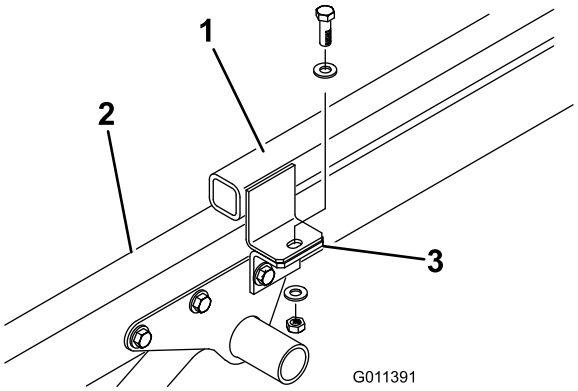

**Figuur 6**
3. Verwijder de tapbout, (2) platte ringen en borgmoeren waarmee de werktuigbeugels aan de lippen van het trekhaakframe zijn bevestigd (Figuur 6).